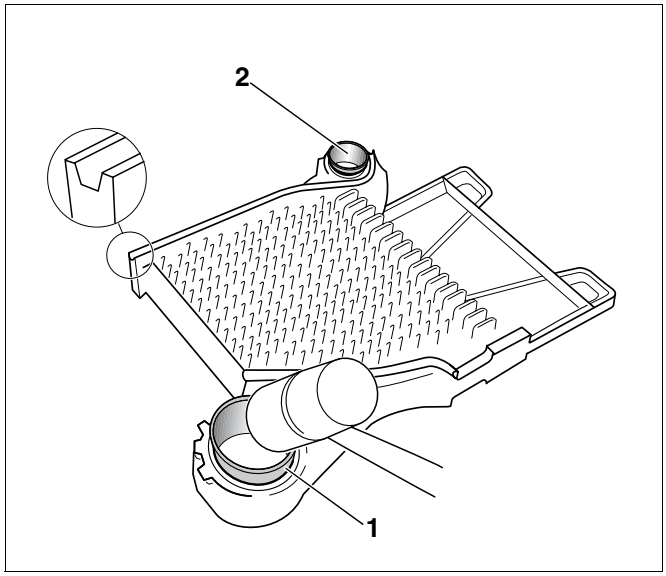

Afb. 8 Nippels aanbrengen
- Leg de nippel (afb. 8, **pos. 1** en **2**) recht in de ketelnaven van het eindelement en sla hem er met krachtige hamerslagen kruisgewijs in.
- De bovenste nippel (afb. 8, **pos. 1**) en de onderste nippel (afb. 8, **pos. 2**) zouden na het inslagen ca. 30 mm uit de betreffende naaf moeten steken.
- Verwijder de eventueel ontstane bramen aan de nippels (afb. 8, **pos. 1** en **2**) met een vijl.